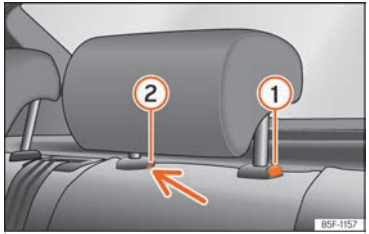

Fig. 75 Rear headrest: removal.
- Press button ››› Fig. 75 ①, while simultaneously pressing on the safety hole ② with a flat screwdriver a maximum of 5 mm wide, and remove the headrest.